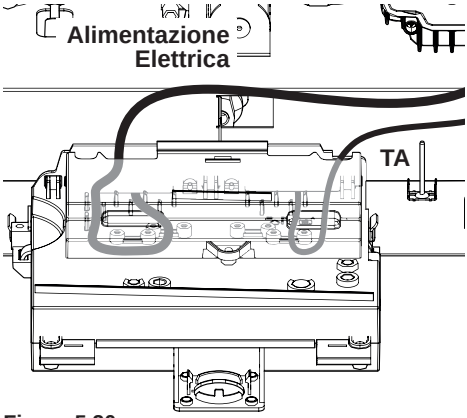

Figura 5.20
- Collegare il cavo di alimentazione elettrica all'interruttore onnipolare rispettando la corrispondenza della linea (filo marrone) e del neutro (filo azzurro) Figura 5.20.